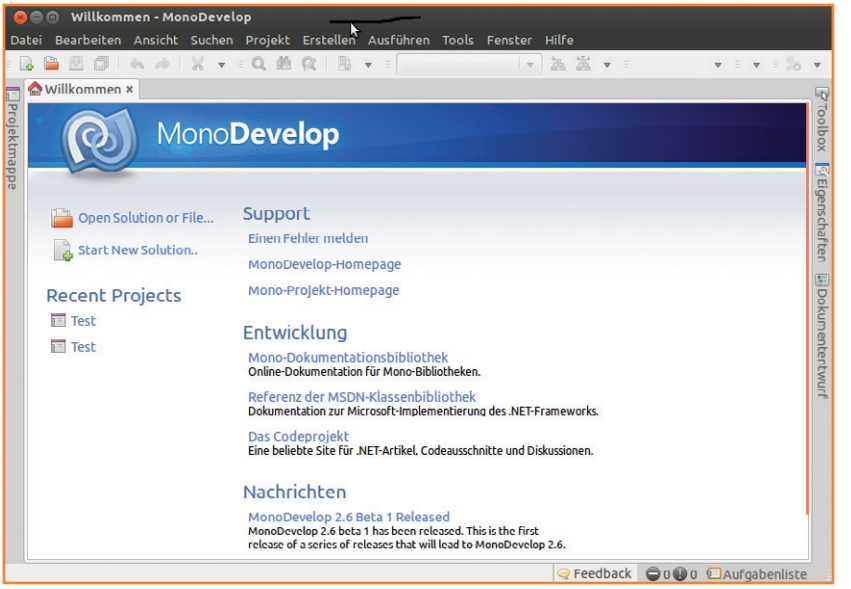

Bild 1. Erster Eindruck von MonoDevelop (Version 2.8) unter Ubuntu-Linux.
Nach der Installation geht es unmittelbar an einen ersten Versuch. Wir starten MonoDevelop (**Bild 1**). Danach wird ein neues Projekt mittels des Befehls DATEI | NEU | PROJEKTMAPPE... angelegt. Auf dem eingeblendeten Dialogfeld wird in der Rubrik C# ein GTK#2.0-Projekt ausgewählt. Dazu sind ein Name und der Speicherort für das Projekt zu vergeben. Im nächsten Dialogfeld ist die GTK#-Version auszuwählen. Wir entscheiden uns für die aktuellste Version (2.8). Mono kann grundsätzlich mit verschiedenen grafischen Benutzeroberflächen umgehen, u.a. mit GTK, Qyoto oder Qt4Dotnet.
Die Definition der Rauheit ist eine des (G)rauens und nicht unähnlich dem Turmbau zu Babel. Begeben wir uns auf eine Zeitreise ins Jahr 1952! **Bild 1** zeigt den (überhöht dargestellten) Verlauf einer bearbeiteten Fläche. Die Oberflächenrauheit sollte seinerzeit mit international normierten